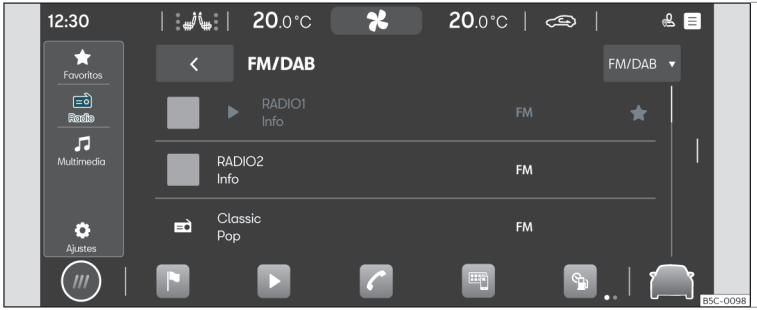

Fig. 127 Representación esquemática: Vista Radio
- Pulse **HOME** > ▶ > ⊞ >>> **fig. 127**.